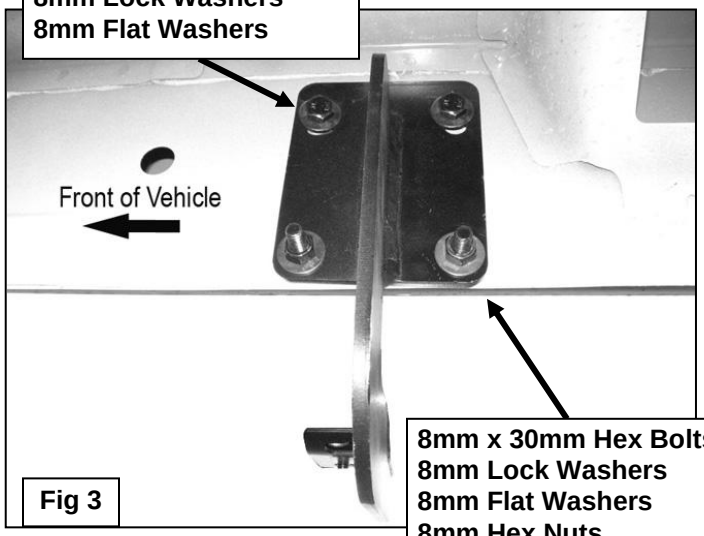

Fig 3
4. Partially attach passenger side Mounting Brackets to the previously installed Clip Nuts using the included (1 or 2) 8mm x 30mm Hex Bolts, (1 or 2) 8mm Lock Washers, and (1 or 2) 8mm Flat Washers, **(Figure 3)**. **NOTE:** Cradles on the Mounting Brackets should face the front of the vehicle.
5. Attach the (2) bottom holes in the Mounting Bracket to the (2) holes in the pinch weld using the included (2) 8mm x 30mm Hex Bolts, (2) 8mm Lock Washers, (4) 8mm Flat Washers and (2) 8mm Hex Nuts, **(Figure 3)**. Do not tighten hardware at this time.